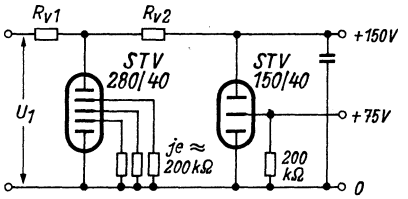

*Bild 3. Kaskadenschaltung von Glimmstabilisatoren*
**Bild 3** zeigt eine Kaskadenschaltung, bei der die stabilisierte Spannung in einer zweiten Röhre nochmals stabilisiert wird, so daß also ein ganz außerordentlich hoher Grad von Gleichmäßigkeit erreicht werden kann. Schließlich muß noch erwähnt werden, daß Glimmstabilisatoren wegen ihres kleinen Wechselstromwiderstandes eine günstige Siebwirkung auf Wechselstrom-Reste ausüben, dagegen den Nachteil besitzen, keine stetig veränderlichen Spannungen abgeben zu können.